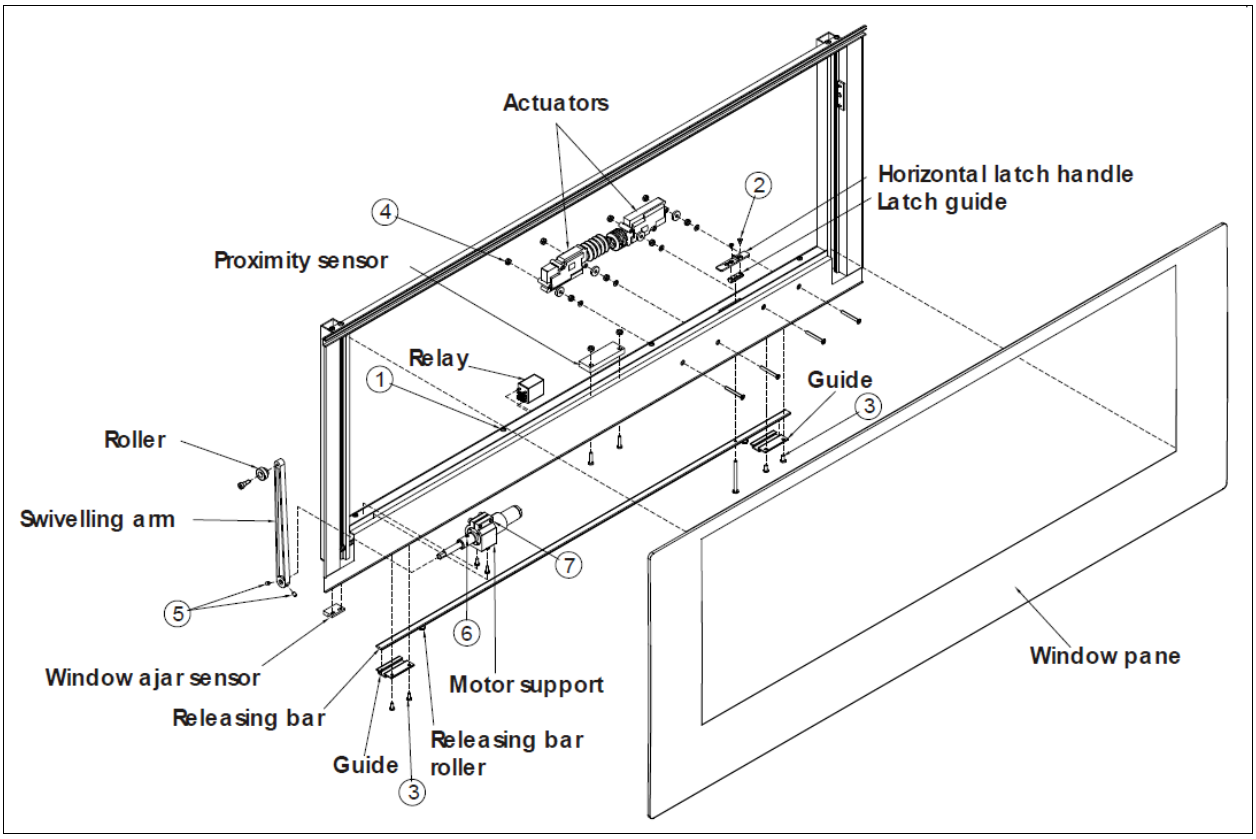

FIGURE 42: ELECTRIC AWNING WINDOW EXPLODED VIEW (SASH) 18583
4. Loosen the set screws #5 (Figure 42) (rotate the arm to get to the second set screw) and disengage the swiveling arm from the motor shaft extension.